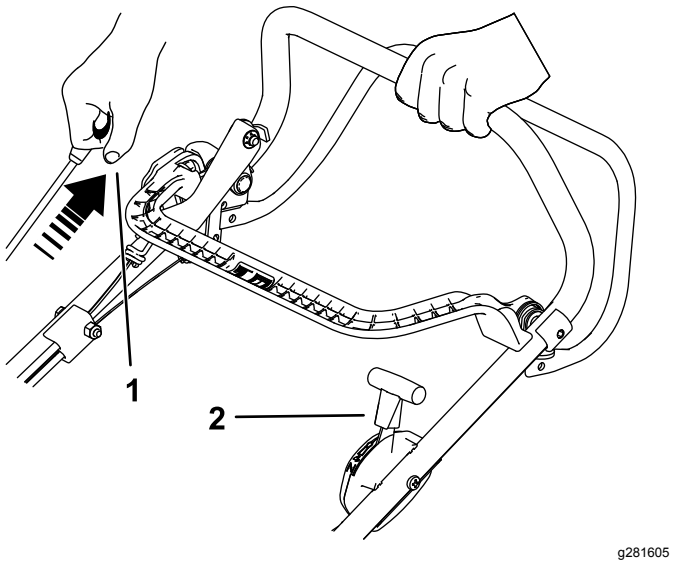

Figur 14
2. Trekk i tilbakespolingshåndtaket til du føler motstand, og dra deretter kraftig for å starte. Når motoren starter, skyver du gassen sakte tilbake til HURTIG-stillingen hvis choken har blitt aktivert (Figur 14).